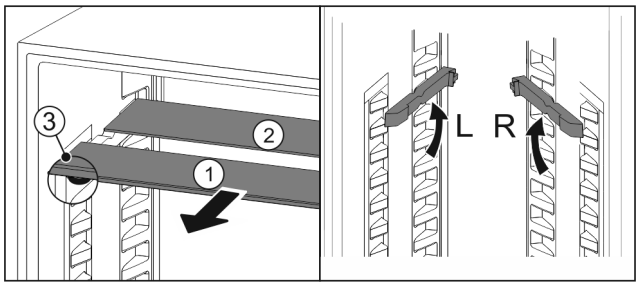

Fig. 19
▶ По одной извлеките *Fig. 19 (1)* стеклянные панели движением вперед.
▷ Стеклянная панель *Fig. 19 (1)* с декоративной планкой лежит спереди.
▷ Стопоры *Fig. 19 (3)* показывают вниз.